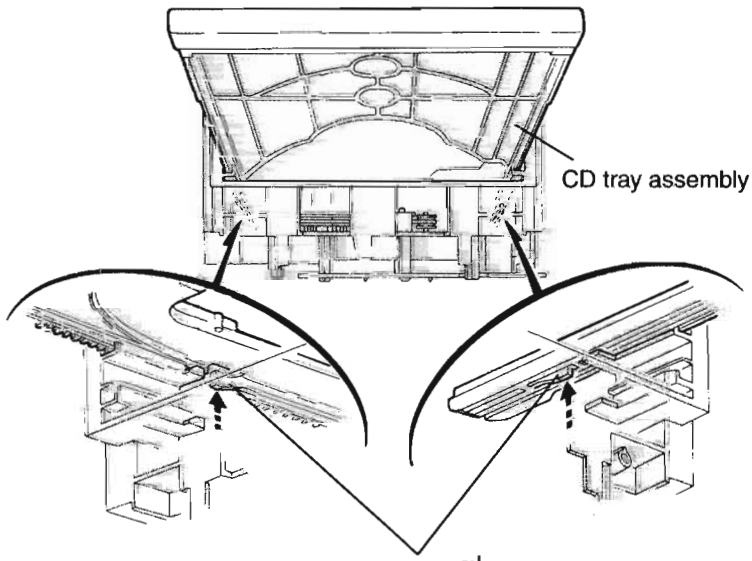

Fig.9
15. At the position where the CD tray assembly has stopped, pull out the CD tray assembly while pressing the two pawls "g and g' " on the back side of CD tray assembly(See Fig.9). In this case, it is easy to pull out the assembly when it is pulled out first from the stage CD tray assembly.